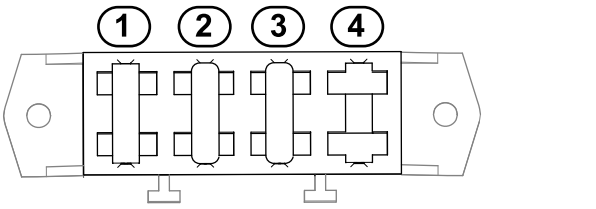

Figur 22
3. Kontrollera säkringarna i säkringsblocket (Figur 22).
4. Om en eller flera säkringar har gått ska du byta ut dem mot en säkring med lämplig spänning och strömstyrka (Figur 22). Specifika artikelnummer för säkringar hittar du i traktorenhetens *servicehandbok*.